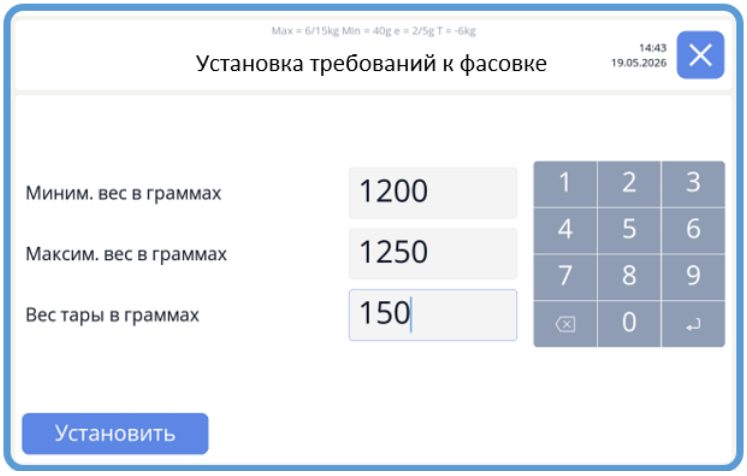

Рис. 6 - Экран установки требований к фасовке
- на появившемся экране (Рис. 6), ввести требования и нажать кнопку «Установить».